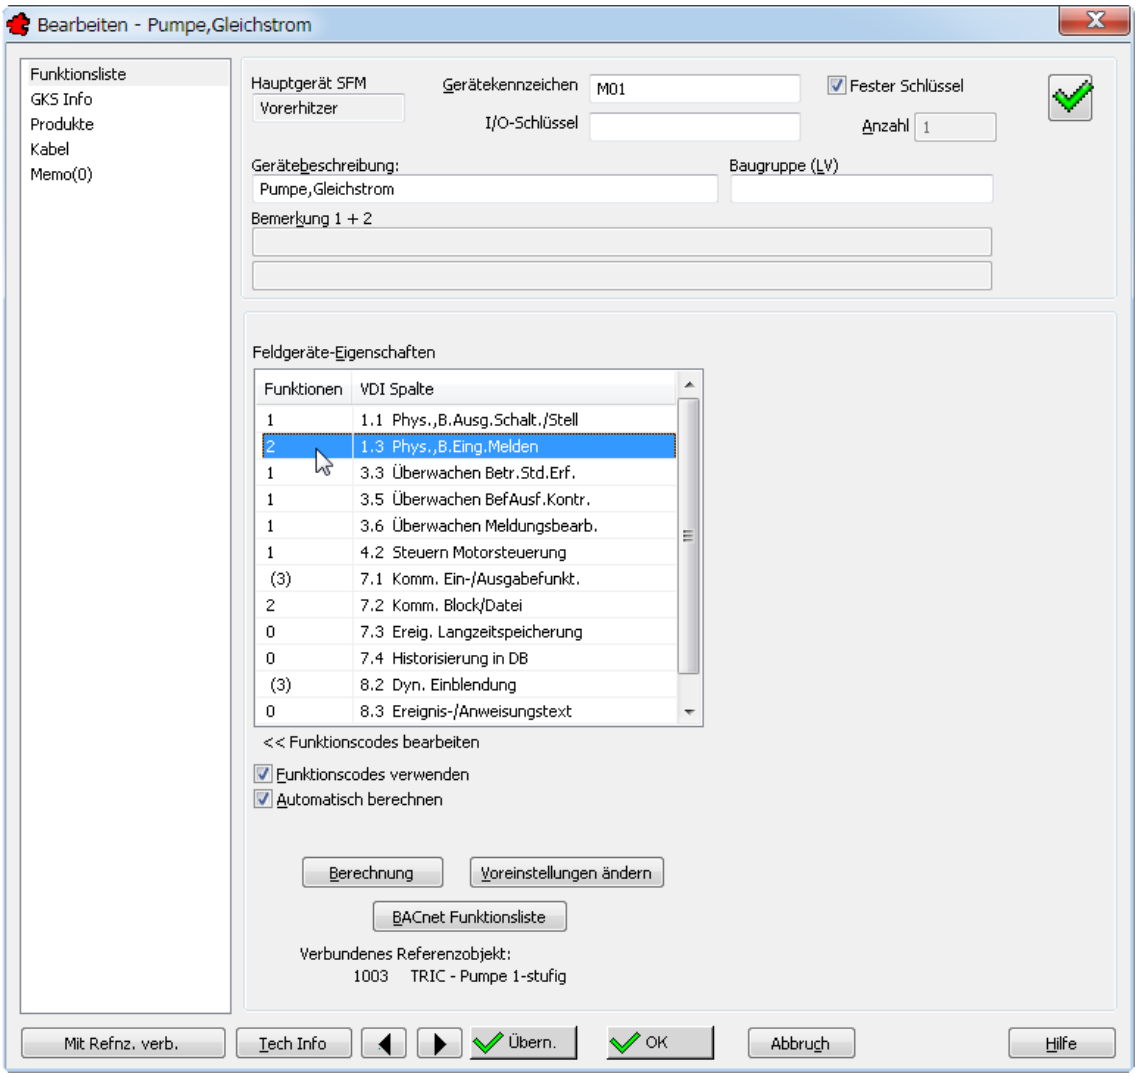

Bild 24.28 – Definition der Funktionscodes für den Benutzerschlüssel
- Wählen Sie die Rubrik *Funktionsliste* (Abb. 24.28).